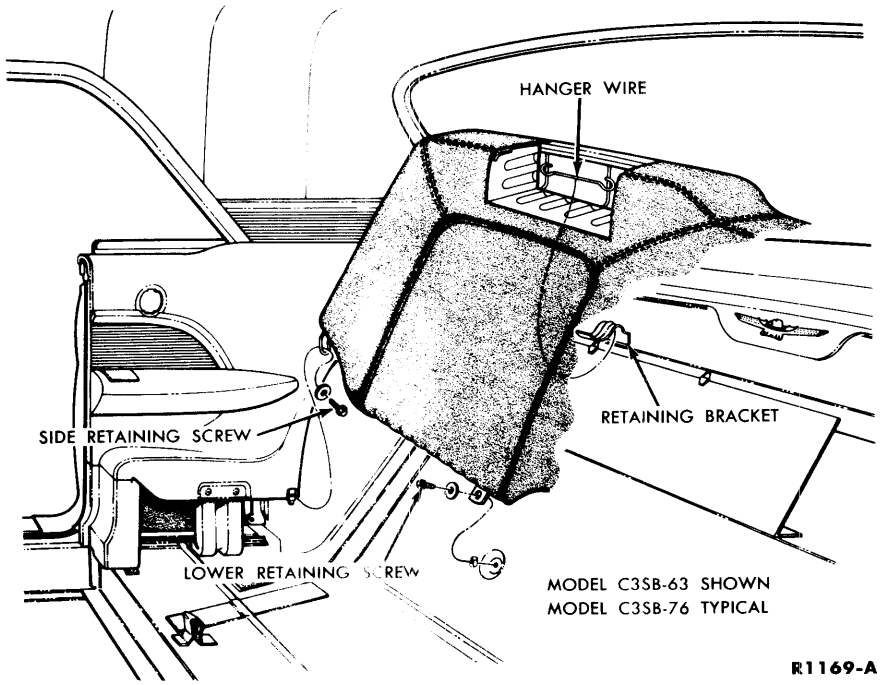

FIG. 67—Rear Seat Back Installation
1. To remove the rear seat back, first remove the rear seat cushion. Remove the 2 screws that retain the bottom edge of the rear seat back to the body (Fig. 67).
2. Remove the 2 screws that retain the side of the rear seat back to the body (Fig. 67).